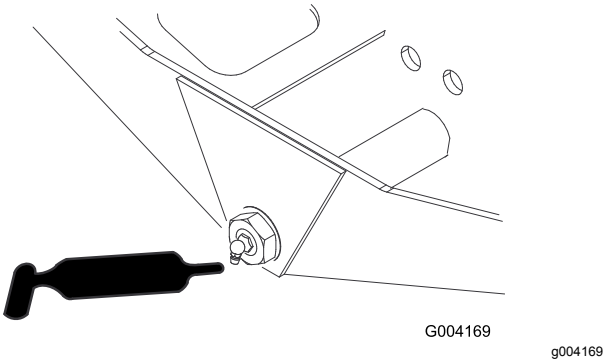

Figur 77
- Akselstyretap (1) (Figur 77)